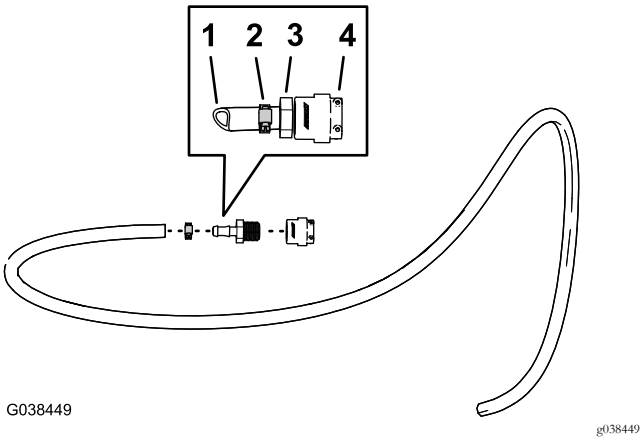

Figura 91
1. Aplique fita de PTFE nos roscados (Figura 91) da união estriada reta (1/2 pol.).
2. Monte a união estriada reta (½ pol.) na união de ligação rápida (tomada), como se mostra na Figura 91.
3. Monte o tubo: 1,3 cm x 762 cm com um grampo de tubo 6 a 11 mm na união estriada reta (Figura 91).